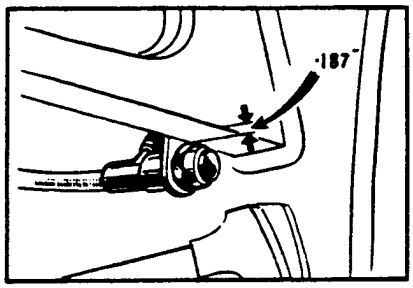

FIG. 9.
7. Fit the press button control on the bottom right-hand corner of the facia board as shown in Fig.9. (N.B. On left-hand drive cars, the press button control is fitted on the bottom left-hand corner, using the special mounting bracket, R-4320).